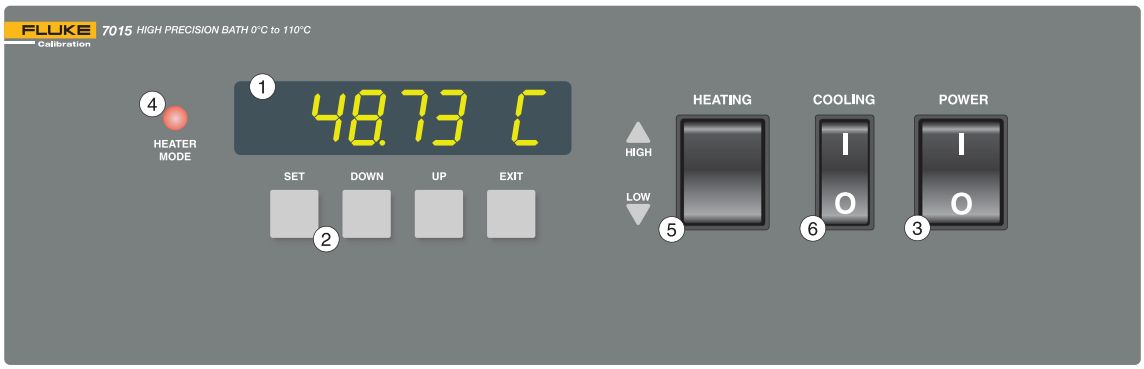

Figure 1 *Front Panel*
The following controls and indicators are present on the controller front panel (see Figure 1 below): (1) the digital LED display, (2) the control buttons, (3) the bath on/off power switch, (4) the control indicator light, (5) the heater power switch, and (6) the cooling power switch.
(1) The digital display is an important part of the temperature controller because it not only displays set and actual temperatures but also displays various bath functions, settings, and constants. The display shows temperatures in values according to the selected scale units °C or °F.
(2) The control buttons (SET, DOWN, UP, and EXIT) are used to set the bath temperature set-point, access and set other operating parameters, and access and set bath calibration parameters.